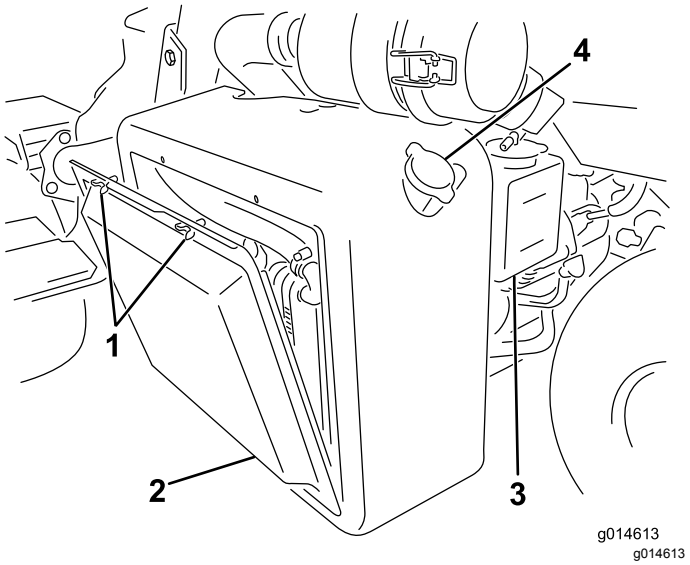

Figur 35
1. Ta av radiatorskjermen (Figur 35).
2. Kontroller kjølevæskenivået (Figur 35 og Figur 36).